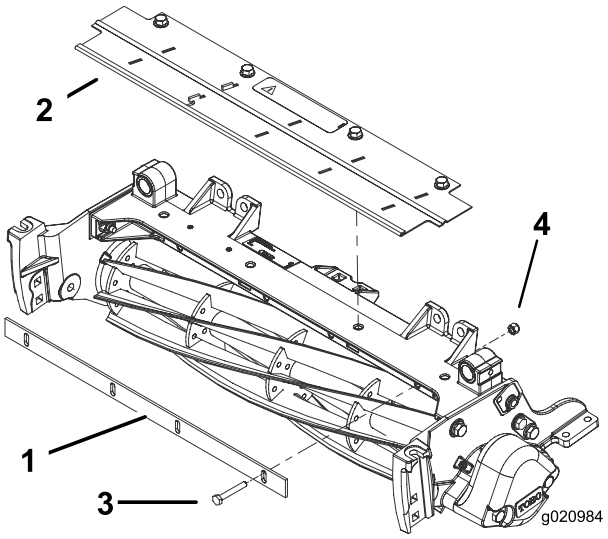

Figura 7
1. Monte provisionalmente la barra de corte en el bastidor de la unidad de corte con 4 pernos (1/4 x 1-3/4 pulgadas) y 4 contratuercas (1/4 pulgada) (Figura 7).
3. Apriete los pernos y las contratuercas (Figura 7).